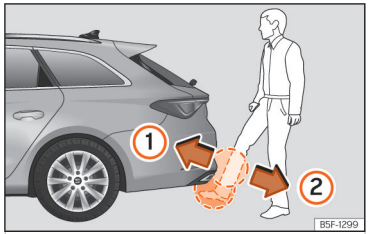

**Fig. 82** Rear lid with sensor-controlled opening (Easy Open).
- With a brisk movement, bring your foot and lower leg as close as you can to the bumper. The lower part of the leg needs to be close to the upper sensor area and your foot to the lower sensor area ››› Fig. 82 ①.
- Quickly remove your foot and lower leg from the sensor areas ››› Fig. 82 ②. The rear lid will open automatically.